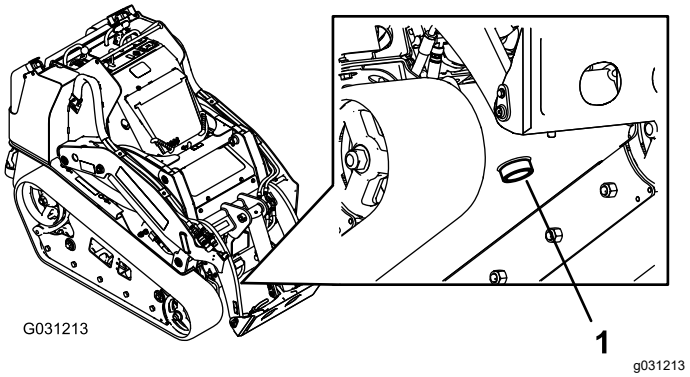

Figura 74
7. Coloque un recipiente grande (con capacidad para 57 litros) debajo del tapón de vaciado situado en la parte delantera de la máquina (Figura 74).
8. Retire el tapón de vaciado y deje fluir el aceite al recipiente (Figura 74).